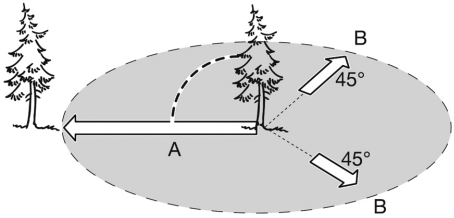

Рис. 8. Расчет пути отхода при валке дерева
3. Когда дерево начнет падать, путь отхода должен быть направлен по диагонали в сторону, противоположную направлению падения, под углом 45 градусов. Вы должны отойти минимум на 3 метра от ствола, на тот случай, если во время падения комель дерева отскочит в сторону (Рис. 8).
4. Выберите направления падения дерева. Для этого следует учесть силу и направление ветра, естественный наклон дерева, равномерность распределения веток в кроне дерева. Начните пилить с той стороны дерева, куда оно должно упасть (Рис. 8).